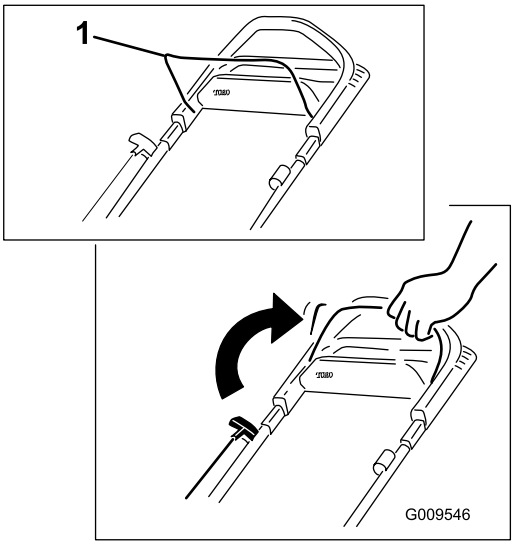

Figura 17
1. Sujete la barra de control de las cuchillas contra el manillar (Figura 17).